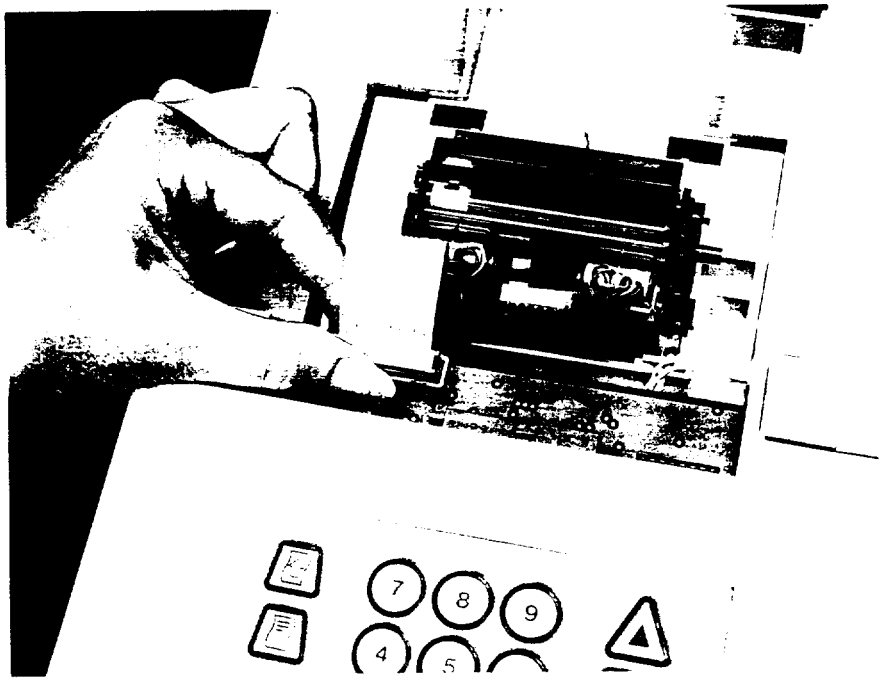

Figure 8-4
a. The printer is connected in the instrument by two different cables, a 14-pin interface cable for transferral of data (shown in Figure 8-4) and a 3-pin power cable that connects to a jumper cable via a keyed connector (shown in Figure 8-7). The jumper cable is tucked underneath the instrument cover and is most easily revealed *after* removing the printer module (Step 4-b). Disconnect the interface cable from the PC board by pulling straight up on the plug (Figure 8-4).